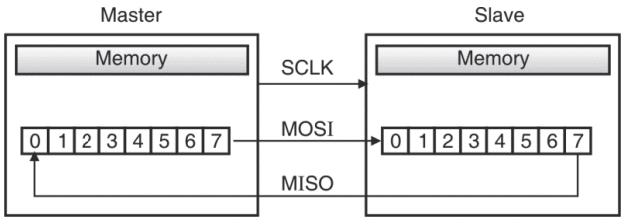

Fig. 4.31.2
- Data transmission between the master and the slave is done as shown in the Fig. 4.31.2.
1. The master gives out a data bit on the MOSI line on which the slaves reads this data, as shown in Fig. 4.31.2.
2. The slave sends the data bit as shown in Fig. 4.31.2, which is received by the master.